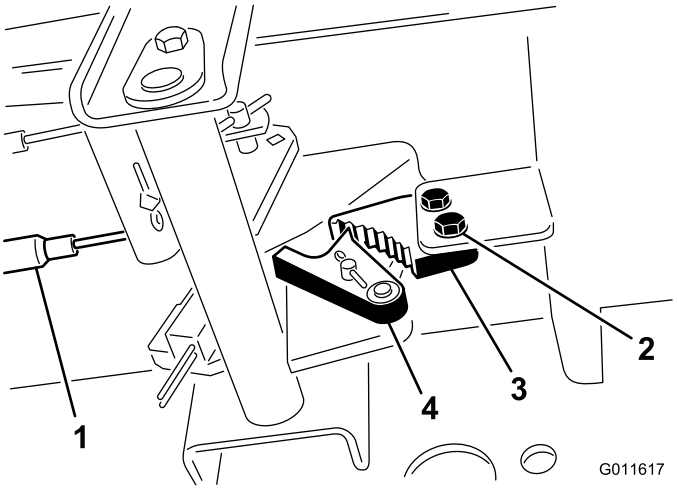

Figur 67
1. Løsne de to skruene som fester parkeringsbremsespaken til rammen (Figur 67).
2. Trykk parkeringsbremsepedalen fremover til bremsesperrehaken aktiveres fullstendig på bremsesperren (Figur 67).